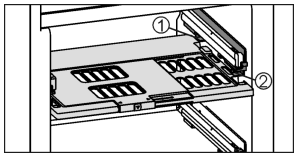

Fig. 13
▶ Introducir la placa de regulación de la humedad: introduzca los nervios de la tapa de la placa desde abajo en el soporte trasero *Fig. 13 (1)* y encájelos por delante en el soporte *Fig. 13 (2)*.